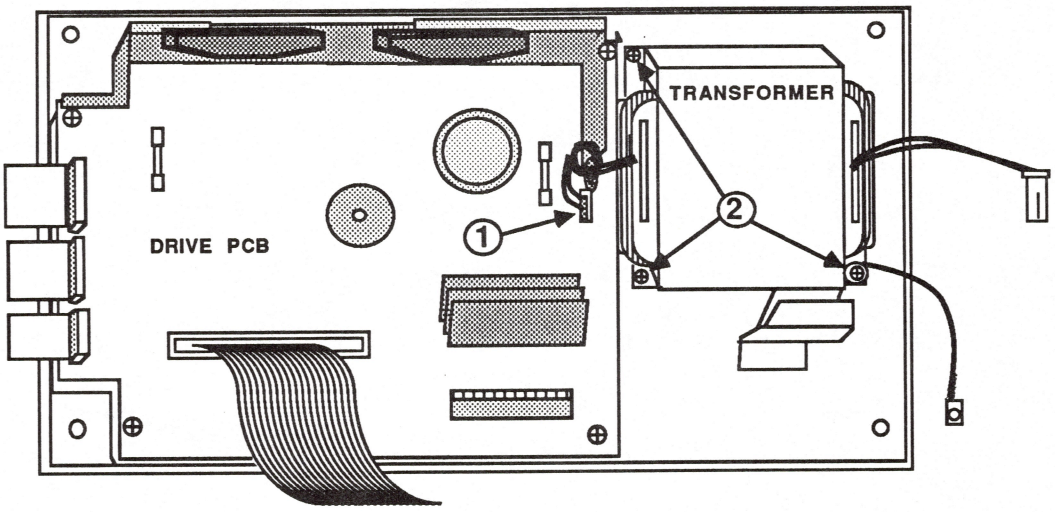

FIGURE 23
2. Disconnect the cable to the drive PCB (see Figure 23, #1).
3. Remove the three screws (see Figure 23, #2).
2. Replace the three screws (see Figure 23, #2).
3. Connect the cable to the drive PCB (see Figure 23, #1).